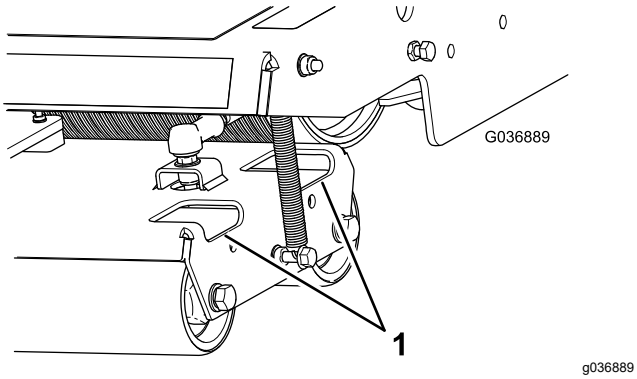

Figur 40
2. Rengør tromlerne for snavs og affald efter behov ved at sprøjte vand igennem hullerne i tromlehusene (Figur 40).